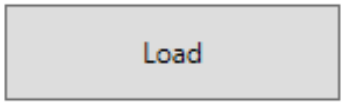

Figura 7-5 Pulsante Load
3. Caricare le pellicole nel software di analisi pellicole facendo clic sul tasto **Load** (vedi Figura 7-5).